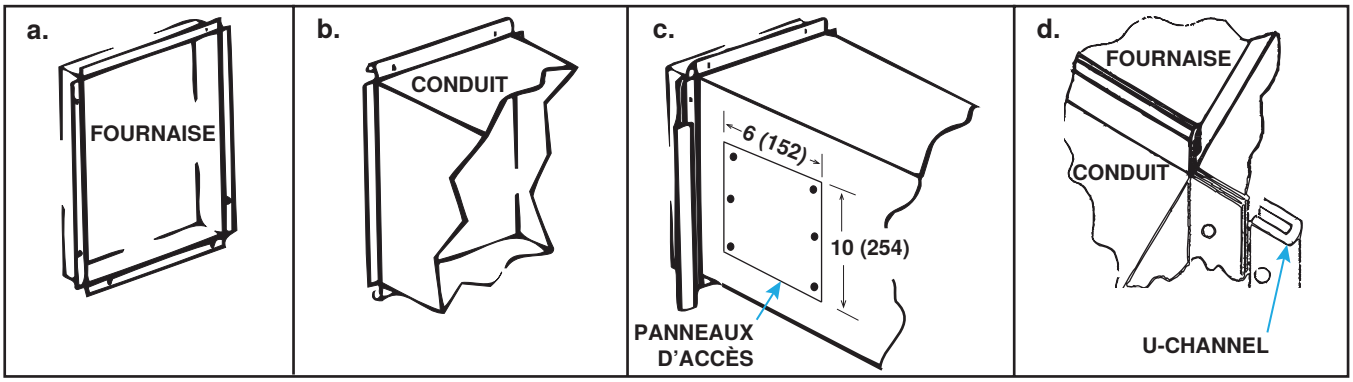

**Figure 6. Raccordement des conduits à la fournaise**
- **Raccordement horizontal du conduit d'alimentation en air au la fournaise :** Branchez le conduit au la fournaise conformément aux étapes suivantes illustrées à la **Figure 6** :
- **Panneaux d'accès :** Les conduits doivent être dotés de panneaux d'accès (voir **Figure 6**) du côté en amont et du côté en aval de l'appareil de chauffage. Les ouvertures doivent être accessibles lorsque l'appareil de chauffage est en marche et doivent avoir au moins 6 × 10 pouces (152 × 254 mm) pour permettre à la fumée ou à la lumière réfléchie d'être observée en cas de fuite de l'échangeur d'air. Attachez les panneaux de manière à éviter les pertes de chaleur.